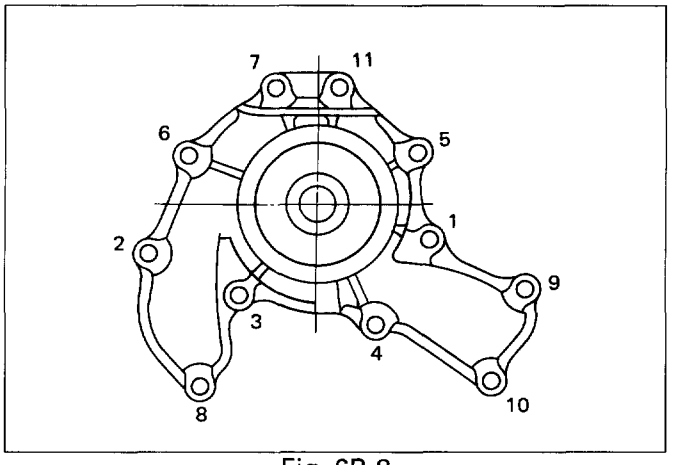

Fig. 6B-8
- Install coolant pump assembly and tighten bolts to the specified torque. (Fig. 6B-8)